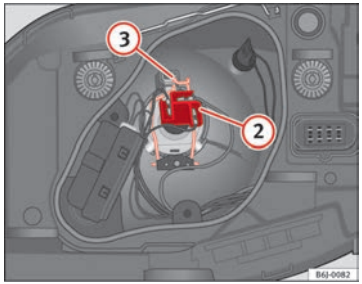

Fig. 148 Dipped beam/ main beam, single head-light
– Remove connector ⇒ Fig. 148 (2) from the bulb.
– Unclip the retainer spring ⇒ Fig. 148 (3) pressing inwards to the right.